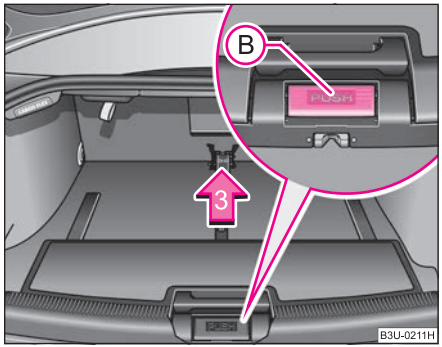

Fig. 84 Securing folding box
– Press on the button marked “PUSH” (B) ⇒ page 93, fig. 84 and push the folding box into the secured middle position.
– Once again press on the button marked “PUSH” (B) and push the folding box carefully into the secured position against the partition of the luggage compartment in direction of arrow **3** (ready position). If correctly locked, the button marked “PUSH” (B) is moved back into its initial position.